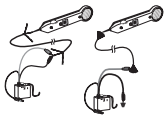

Figure 2a. Localisation d'une paire **Figure 2b. Localisation d'un câble**
a. Identification de paire, au deux fils de la paire. Voir Figure 2a.